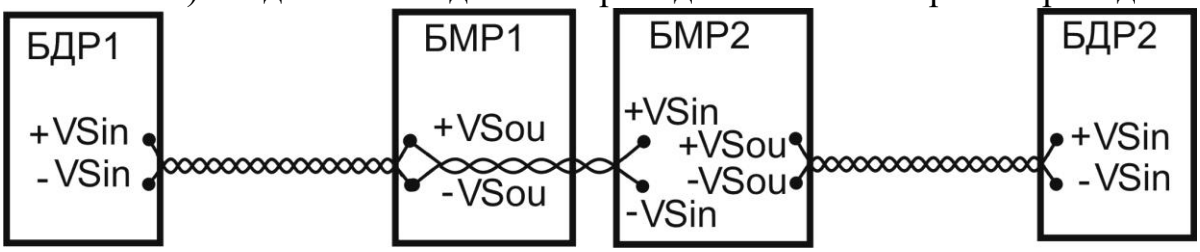

Рис.6.9
6.3.5.5 Для проводной синхронизации, при засветке посторонними радиопередающими устройствами (о чем свидетельствует частые «ложные» тревоги), необходимо включить взаимную синхронизацию. При этом активный выход +/-VSou (БМР1или БДР1) ведущего извещателя подключается к входу +/-VSin ведомого извещателя (БМР2), в зависимости от расположения БМР2 (вблизи смежного БПРД1 или БПРМ1, см. рис. 6.9 и 6.10). Подключение должно проводиться витой парой с проводом.